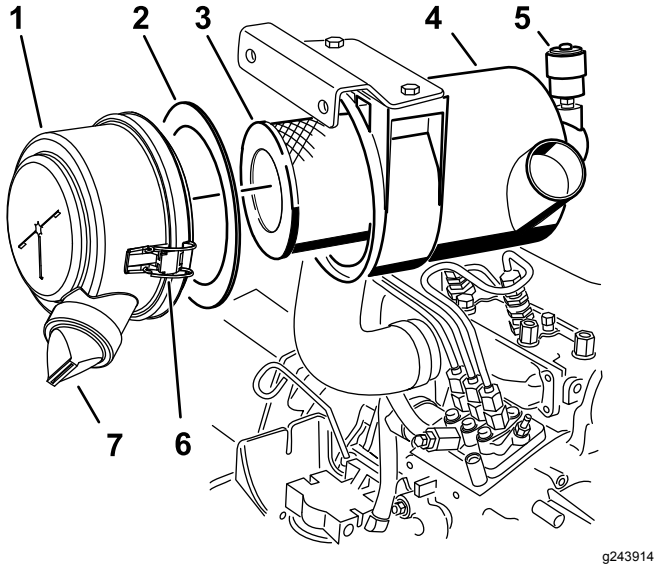

Figur 31
3. Udfør serviceeftersyn af luftfilteret (Figur 31).